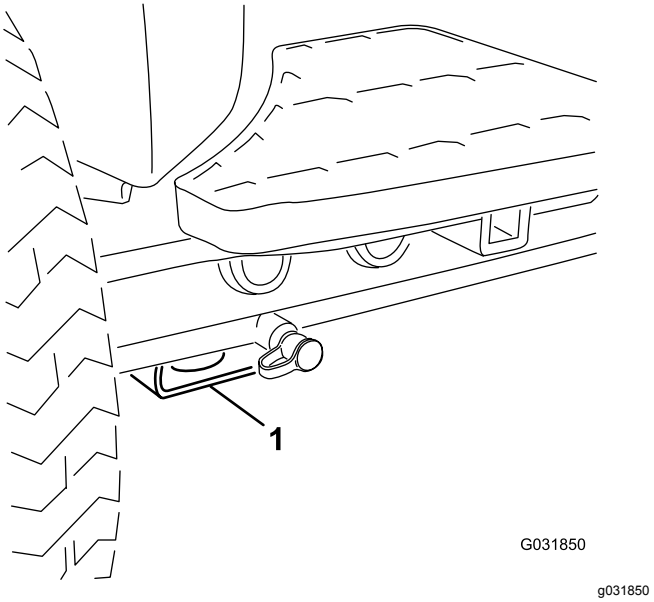

Figuur 70
- Voor – rechthoekig blok, onder de asbuis, aan de binnenzijde van beide voorwielen (Figuur 70).